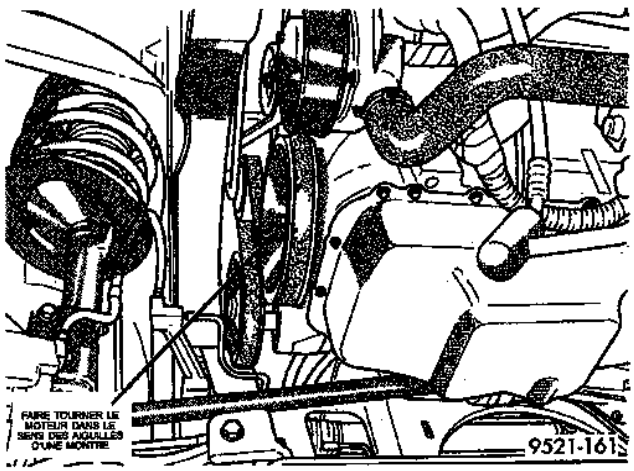

*Fig. 43 Rotation du moteur*
(18) Faire tourner le moteur dans le sens des aiguilles d'une montre pour accéder aux boulons du convertisseur de couple (Fig. 43). Déposer les boulons de montage du convertisseur de couple.